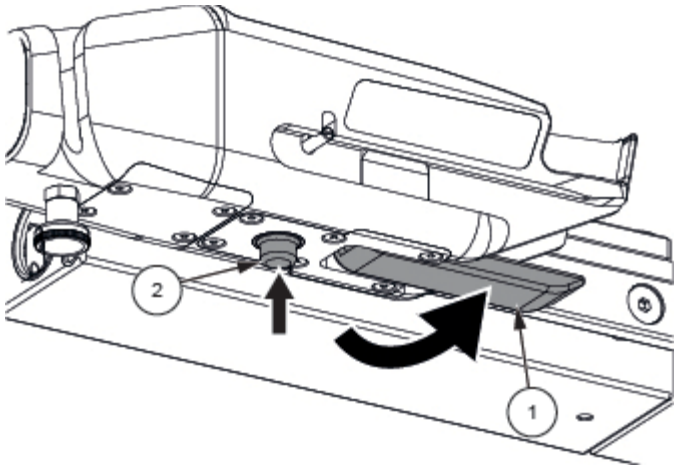

Afbeelding 6-2. Vergrendel de gemotoriseerde overdrachtshandgreep
3. Vergrendel de klemhendel (1). Zie *Afbeelding 6-2*.
1. Laat de vergrendelingshendel (1) zakken, houd de railvergrendeling (2) ingedrukt en trek de gemotoriseerde overdrachtshandgreep naar buiten. Zie *Afbeelding 6-2*.